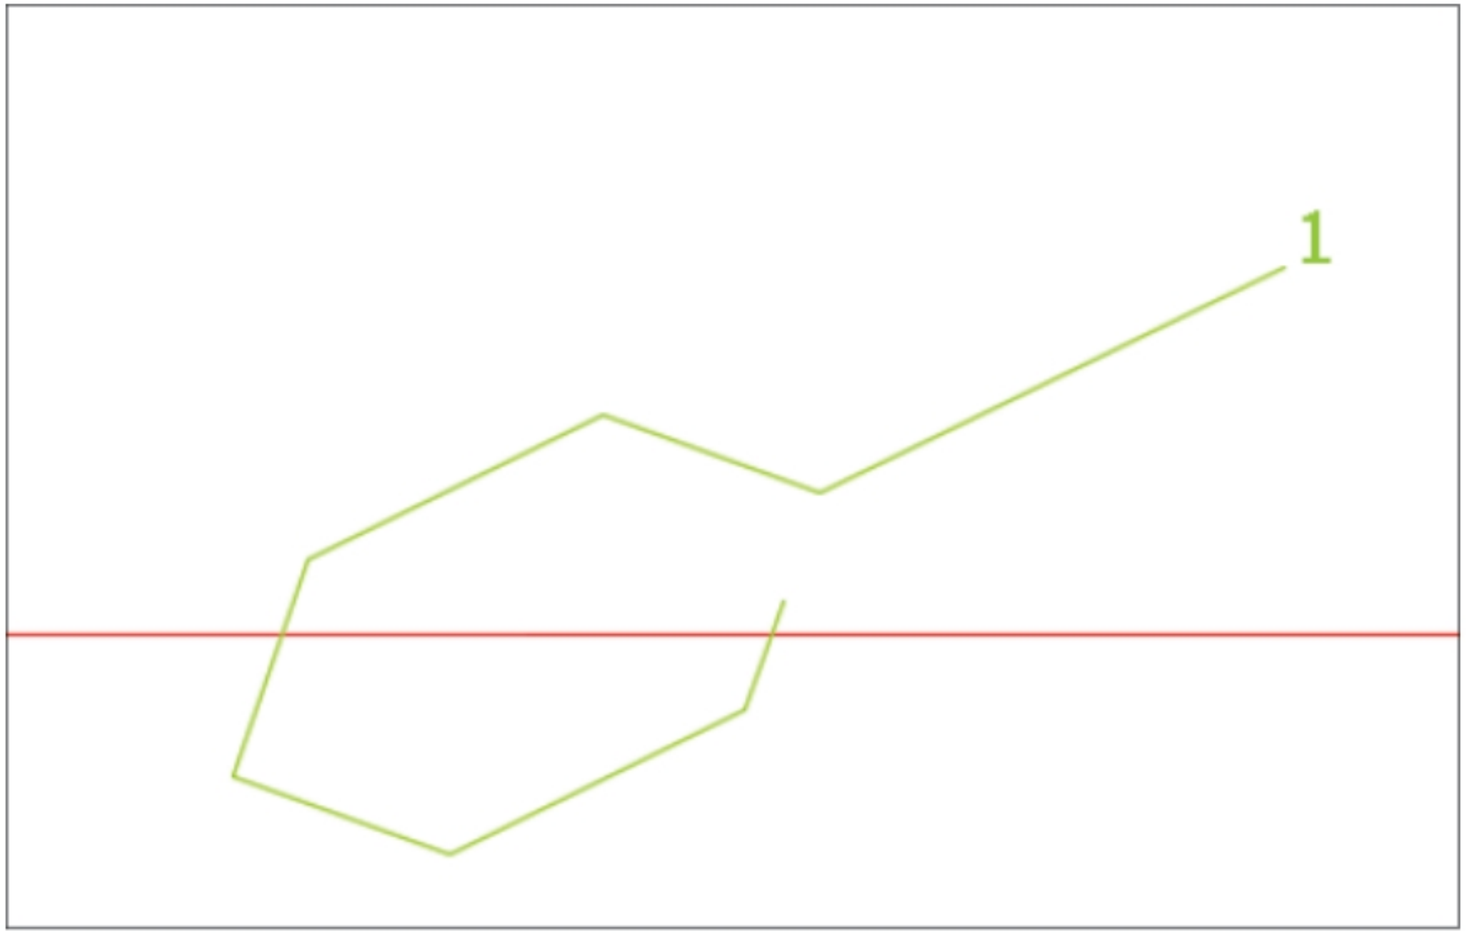

Figure-34. Wire number leader assigned
- Click in the drawing area to specify the point or press **ENTER**. The wire number leader will be assigned; refer to Figure-34. Note that your leader style might be different than the one shown in the figure. To change the leader style, type **MLEADERSTYLE** in the command prompt and modify the leader as desired.